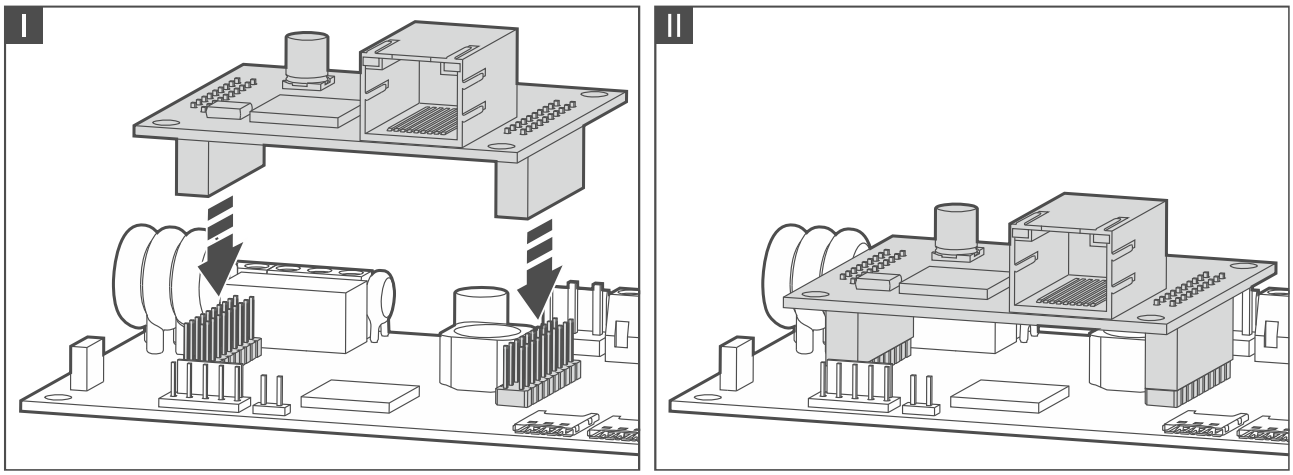

Abb. 19. Befestigung des Moduls GSM-X-ETH auf der Elektronikplatine des Moduls GSM-X LTE.
3. Montieren Sie das Modul GSM-X-ETH in den Anschlüssen auf der Elektronikplatine des Moduls GSM-X LTE (Abb. 19).